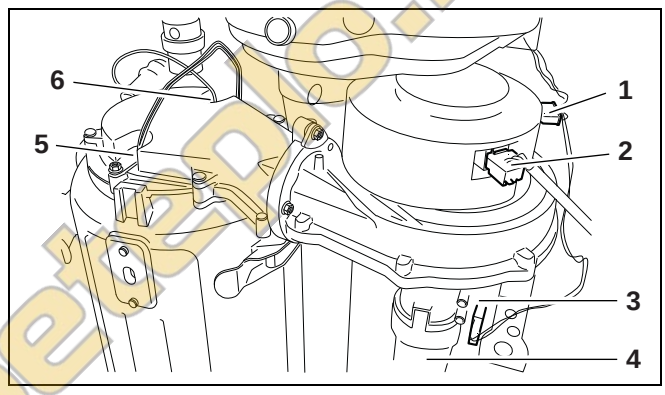

Рис. 38 Отсоединение штекера от вентилятора и газовой арматуры
- Отсоедините штекеры (→ рис. 38, [1], [2], [3]) от газовоздушного блока.
- Демонтируйте трубу всасывания воздуха с газовоздушного блока (→ рис. 38, [4]).
- Отсоедините штекеры от ионизационного электрода (→ рис. 38, [6]) и от электрода розжига (→ рис. 38, [5]).